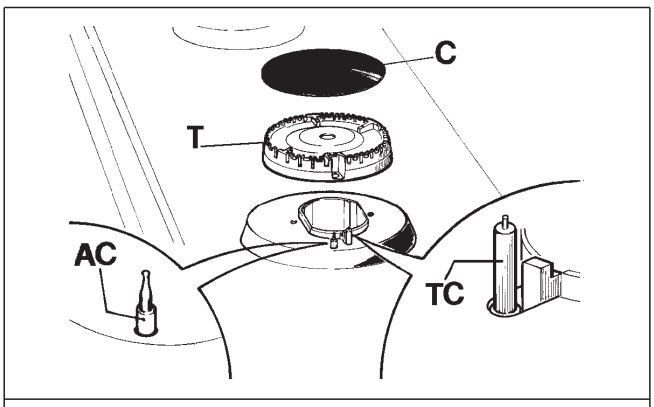

AFB. 6
Indien u het oppervlak van het werkvlak glanzend wilt houden is het heel belangrijk het na ieder gebruik met een lauw sopje te wassen, het af te spoelen en af te drogen. Op dezelfde manier moeten ook de geëmailleerde roosters, de geëmailleerde kapjes “C” en de branderkoppen “T” (zie afb. 6) gewassen worden.
- ***controleer of de inkepingen van de branderkoppen “T” (afb. 6) niet verstopt zijn door vreemde voorwerpen.***
- ***Vergewis u ervan dat het geëmailleerde kapje “C” (afb. 6) juist op de branderkop geplaatst is. Aan deze voorwaarde is voldaan wanneer het kapje volledig stabiel op de branderkop rust.***